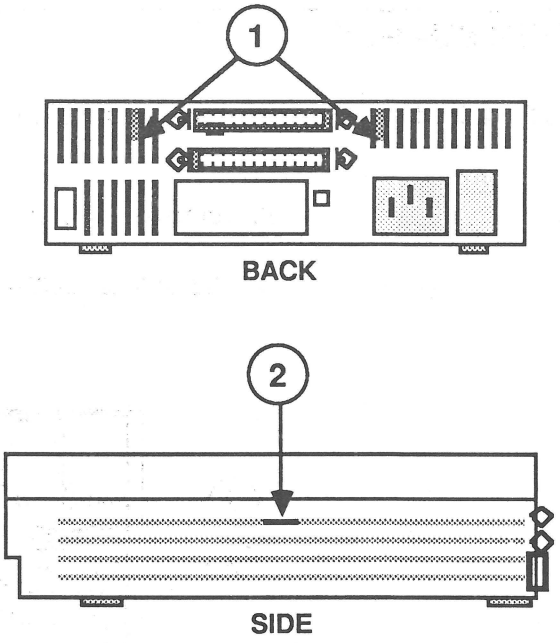

FIGURE 1
1. Locate the two case top holding tabs on the rear of the Tape Backup, within the ventilation slots on either side of the top SCSI connector (Figure 1, #1).
2. Locate the two tab holes, one on each side of the Tape Backup case (see Figure 1, #2).